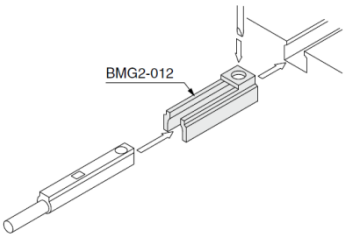

Abb. 17
1. Signalgeber-Befestigungselement in die Signalgeberbefestigungsnut am Zylinder einführen (Abb. 17), um das Befestigungselement in die ungefähre Position des Signalgebers zu bringen.